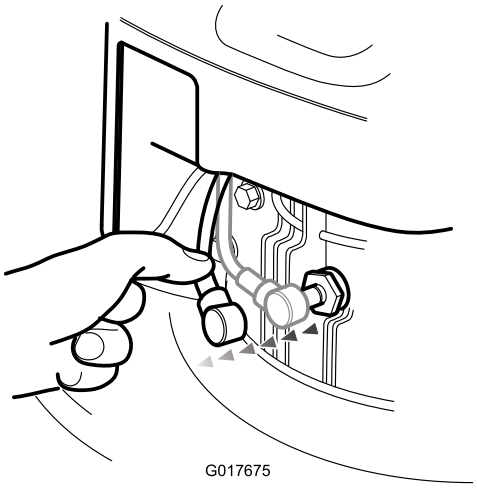

Figura 21
2. Desconecte el cable de la bujía.Figura 21